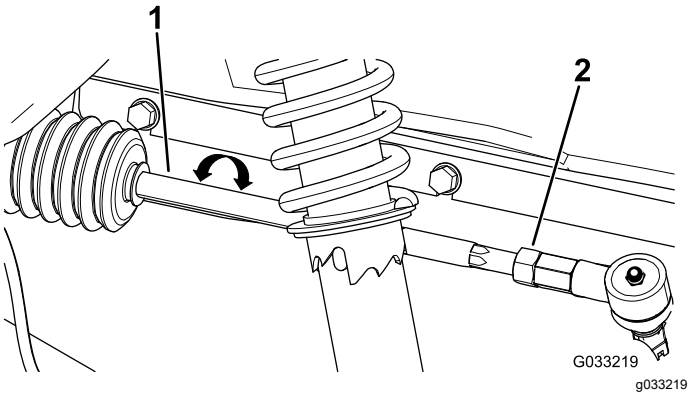

Figur 50
2. Om måttet inte hamnar inom 0–6 mm ska du lossa kontramuttrarna i den yttre änden av dragstängerna (Figur 50).